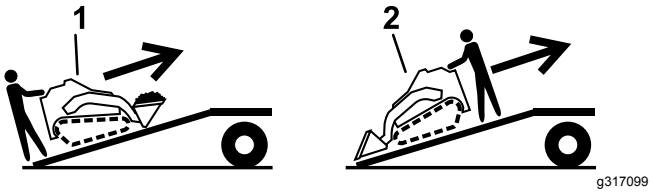

Figur 20
5. Lasta maskinen på släpet med den tyngre änden upp mot rampen och håll lasten nära marken (Figur 20).